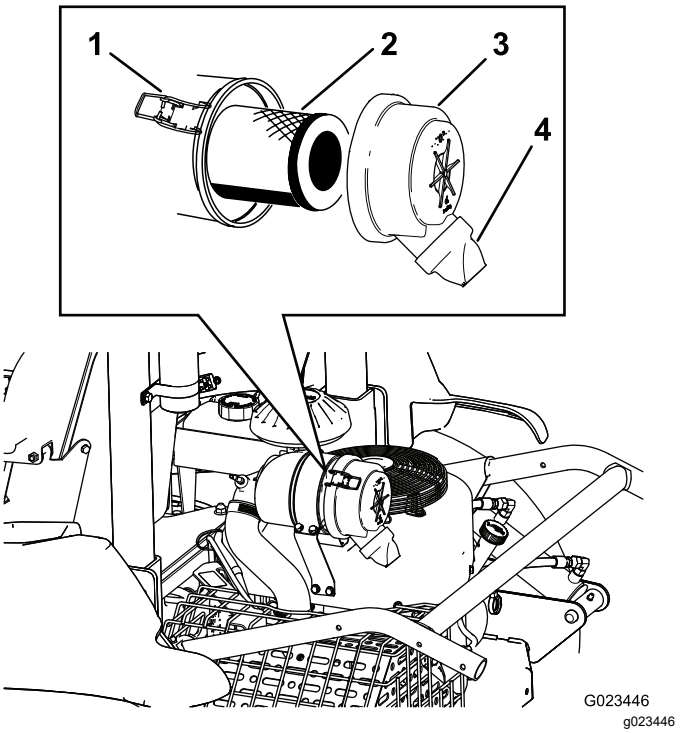

**Figuur 40**
2. Maak de sluitingen los waarmee het deksel van het luchtfilter is bevestigd aan het luchtfilterhuis (Figuur 40).